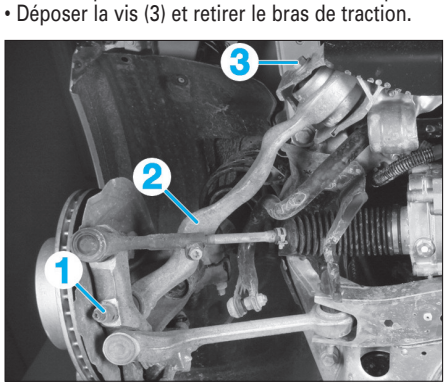

Fig. 28
- l'écrou (1) de la rotule de bras de traction (2) **(Fig.28)**.
• Déposer la vis (3) et retirer le bras de traction.